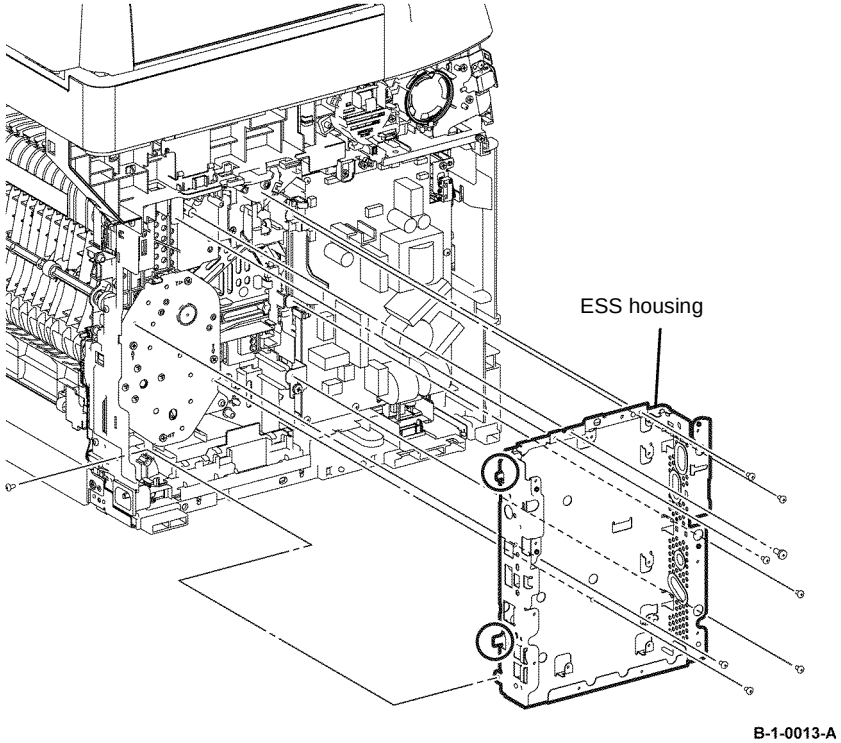

Figure 1 ESS housing removal
10. Remove six screws (silver, M3, 6mm) and one screw (silver, tapping, M4, 10mm), that fix the ESS housing, then remove the ESS housing from the printer, Figure 1.